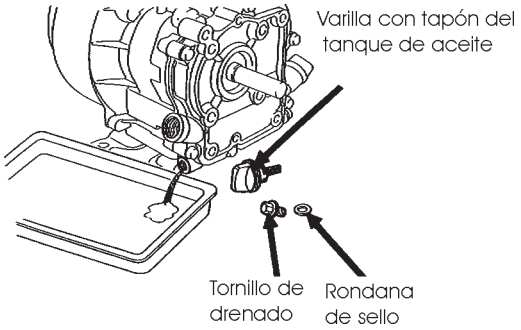

Figura 14. Aceite del motor (Drenado)
2. Drene el aceite del motor cuando el aceite este ***caliente***, después de la operación. Retire la tapa después desatornille el tapón para drenar el aceite localizado en la base del motor. Drene el aceite usado en un recipiente adecuado (Figura 14).